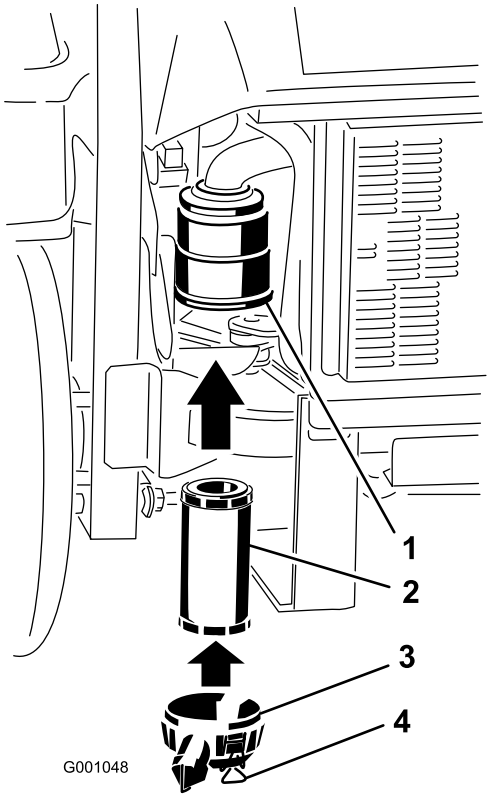

Figur 41
2. Skyv filteret inn i luftrenserkroppen (Figur 41). Påse at det sitter godt ved å trykke på den ytre kanten av filteret mens du installerer det.
3. Sett dekslet på igjen, og fest låsene (Figur 41).